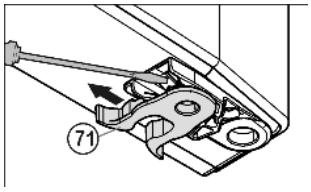

Fig. 16
- ▶ Transfer the spring clamp *Fig. 16 (71)*: Depress the latch nose and pull the spring clamp off over it.